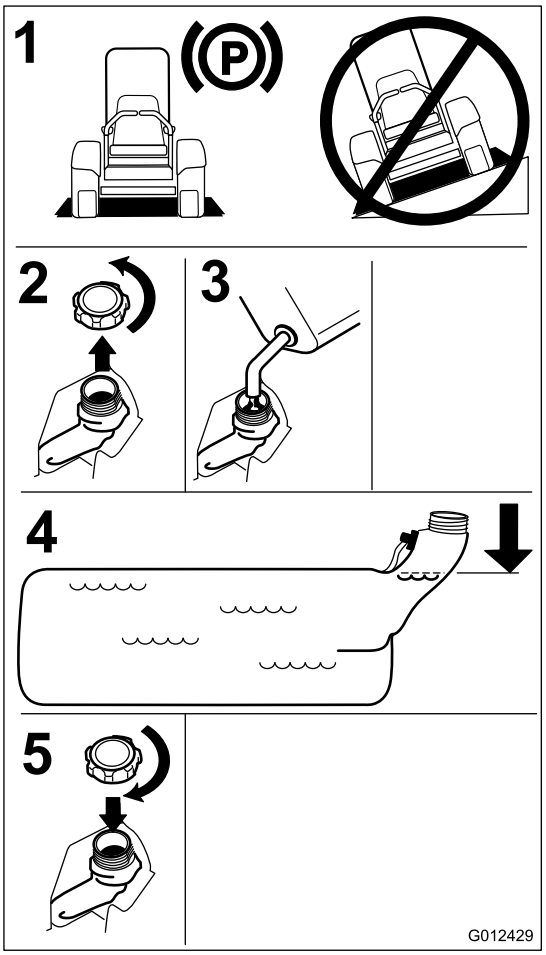

Figuur 7
4. Vul de tank tot aan de onderkant van de vulbuis. Zorg ervoor dat er ruimte in de tank is, zodat de benzine ruimte heeft om uit te zetten (Figuur 7).